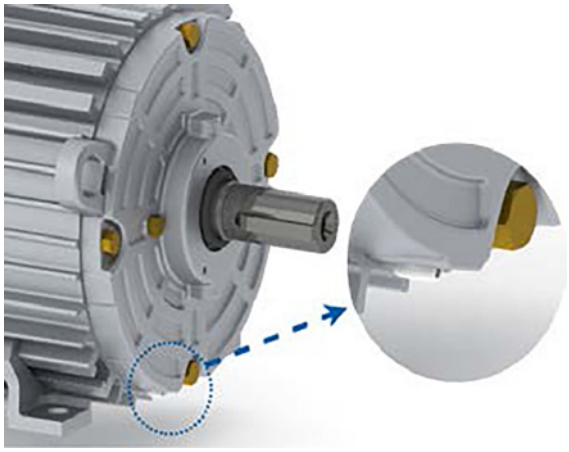
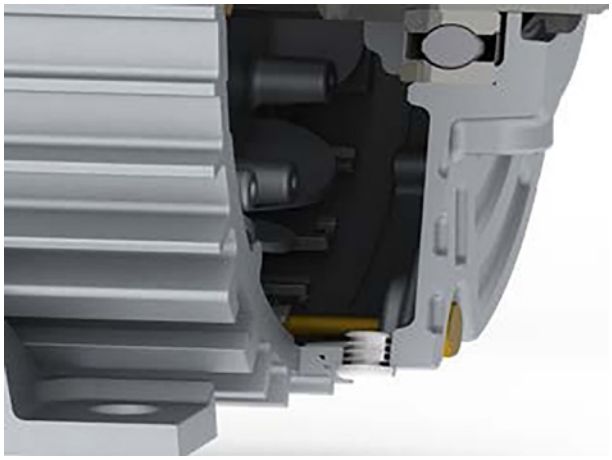

*Figure 5.2: Drain Position*
*Figure 5.3: Drain sectional view*
**Drain hole:** W30 Smart EC product can be supplied with drains. Figure 5.2 on page 5-2 and Figure 5.3 on page 5-2 give details about the mounting configuration.